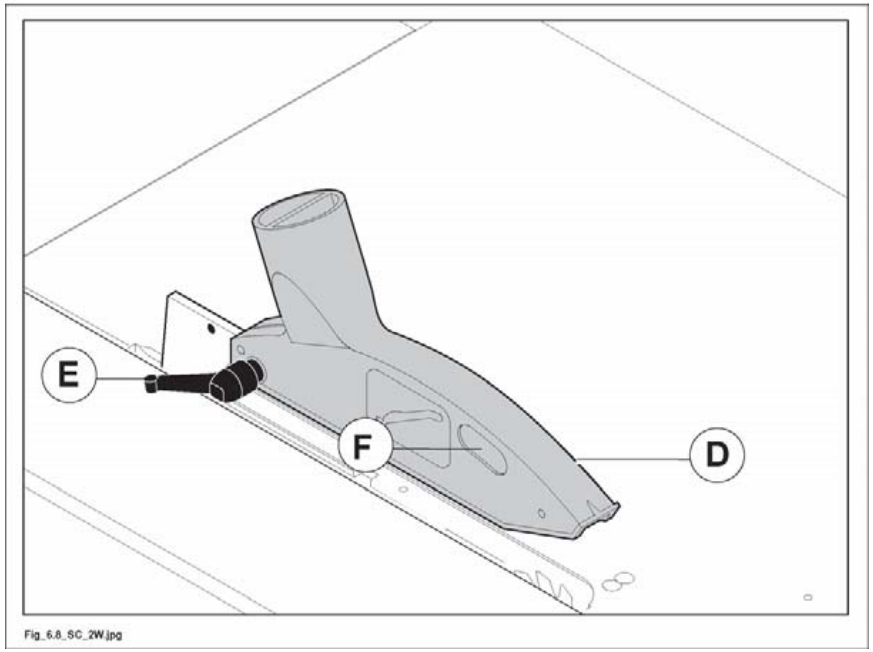

Abb. 6.8
- Griff (E Abb. 6.8) klemmen zur Blockierung der Schutzhaube (D Abb. 6.8) in der gewünschte Position.
- Durch Griff (F Abb. 6.8) die Höhe erreichen: richtiger Abstand zwischen Schutzhaube und Holzstück 2÷3 mm.